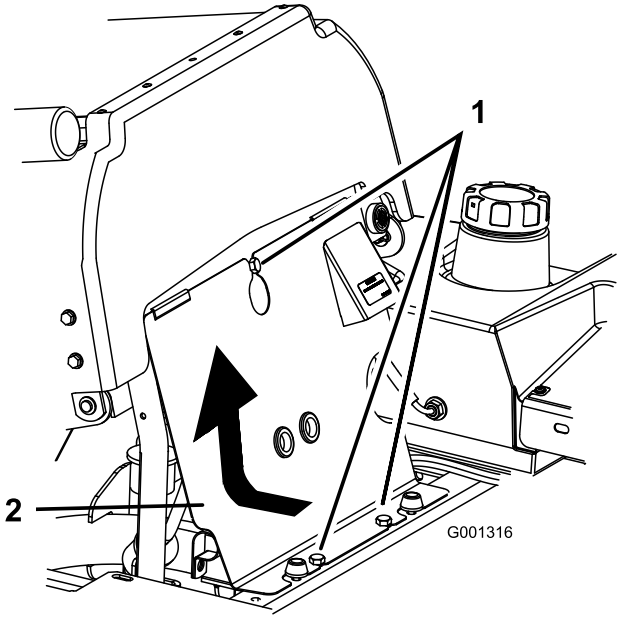

Figur 58
3. Vipp setet fremover, løsne boltene og ta bort det fremre motorpanelet (Figur 58).